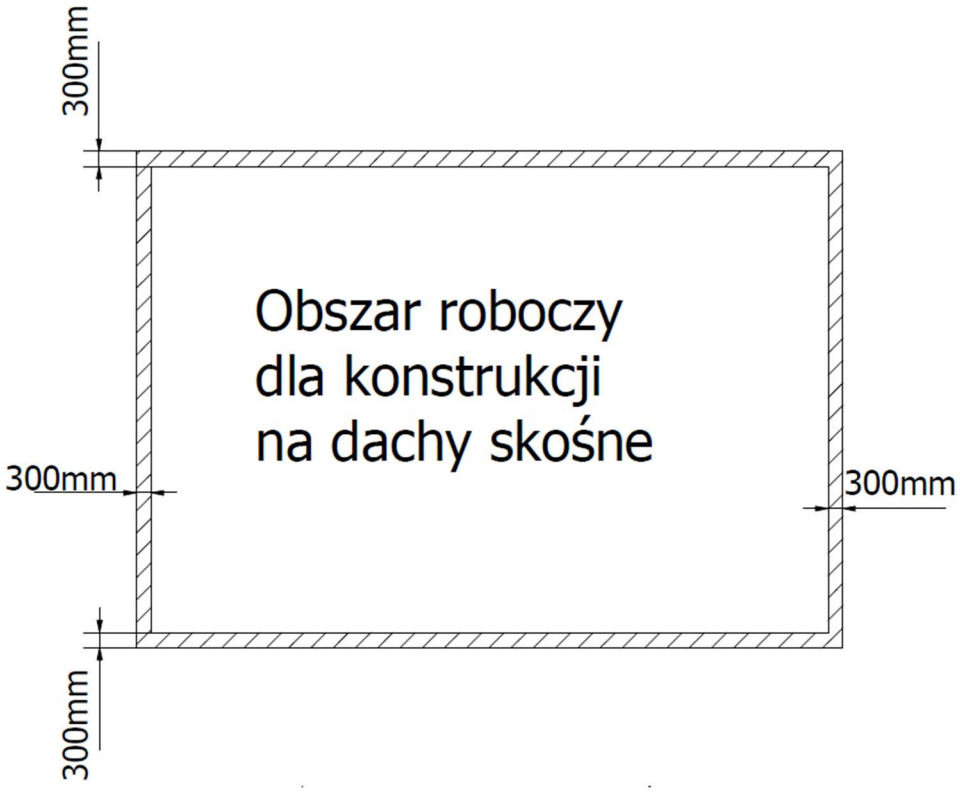

Rys. 1 Wyznaczone na powierzchni roboczej dachu minimalne odstępy od jego krawędzi dla konstrukcji na dachy skośne
1. Strefy bezpieczne, konieczne do zachowania na dachu skośnym (konstrukcja montowana równolegle do poszycia dachu) **wynoszą minimum 300mm od każdej krawędzi dachu – rys.1 oraz tabela 1.**